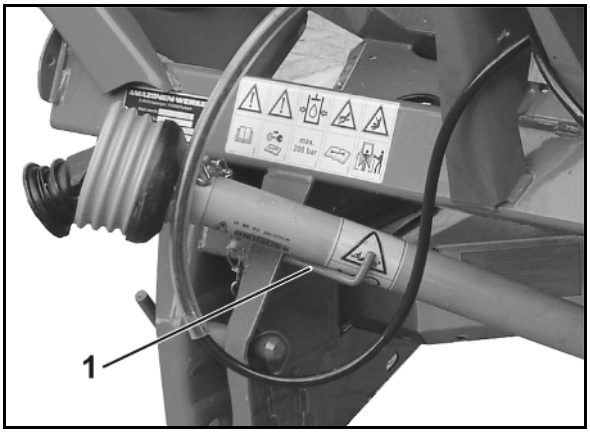

図 36
5. プロペラシャフトを所定のホルダ (図 36/1) に入れます。